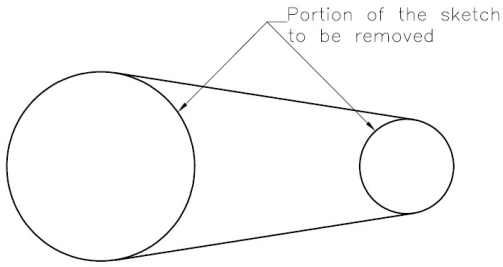
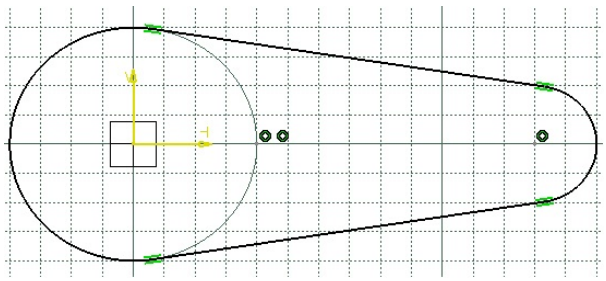

Figure 3-65 *The unwanted portion of the sketch to be trimmed*
Figure 3-66 *The sketch after trimming the unwanted portion*
b. Trim the unwanted portion of the outer loop of the sketch using the **Quick Trim** tool, refer to Figures 3-65 and 3-66.
2. Click on the unwanted portion of the sketch, refer to Figure 3-65. The final sketch is shown in Figure 3-66.